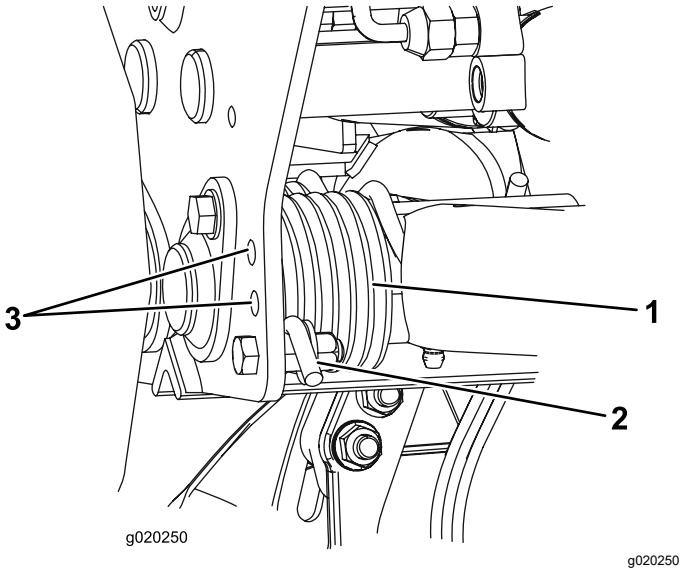

**Figur 33**
2. Sätt i ett rör eller liknande i den långa fjäderänden för att minska fjädrarnas spänning under justeringen (Figur 33).
3. När du minskar fjädrarnas spänning ska du ta bort skruven och låsmuttern som håller fast fjäderdonet på fästet (Figur 33).